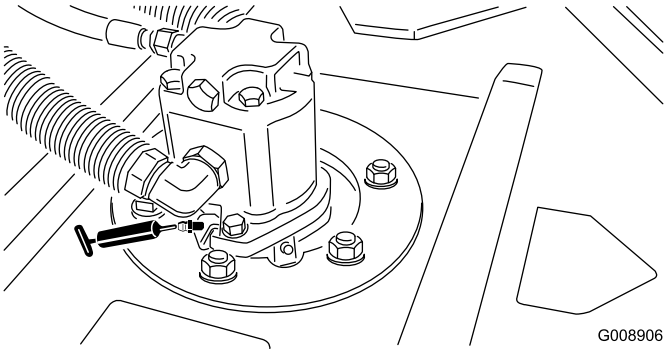

Figur 37
- Klippeenhetens spindelaksellager (2 per klippeenhet) (Figur 37)